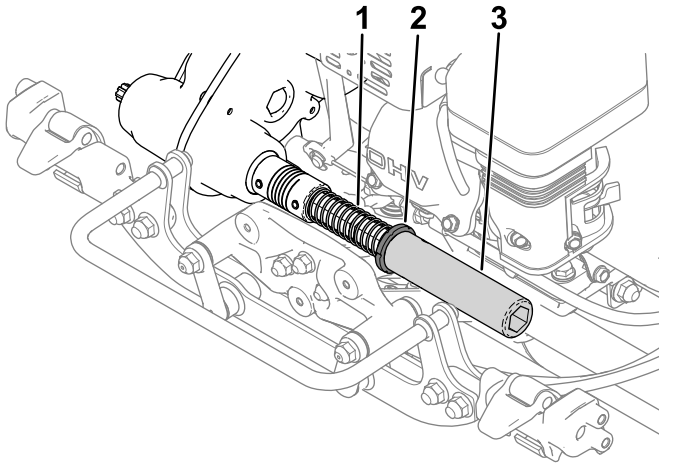

Figuur 3
2. Monteer de veer, kraag en zeskantige buis aan de as van de transmissiekoppeling (Figuur 3)